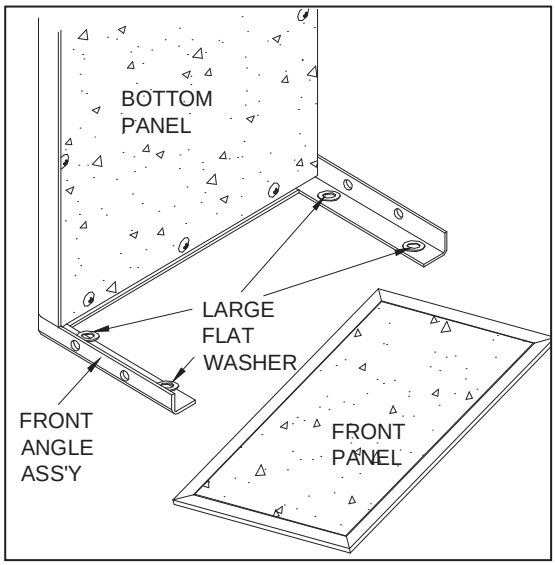

FIGURE 5
7. Stand the cart on its front end with the front angle assembly on the floor. See figure 5.
8. Temporarily place four large flat washers (used on wheel axle) on the inside of front angle assembly. See figure 5.